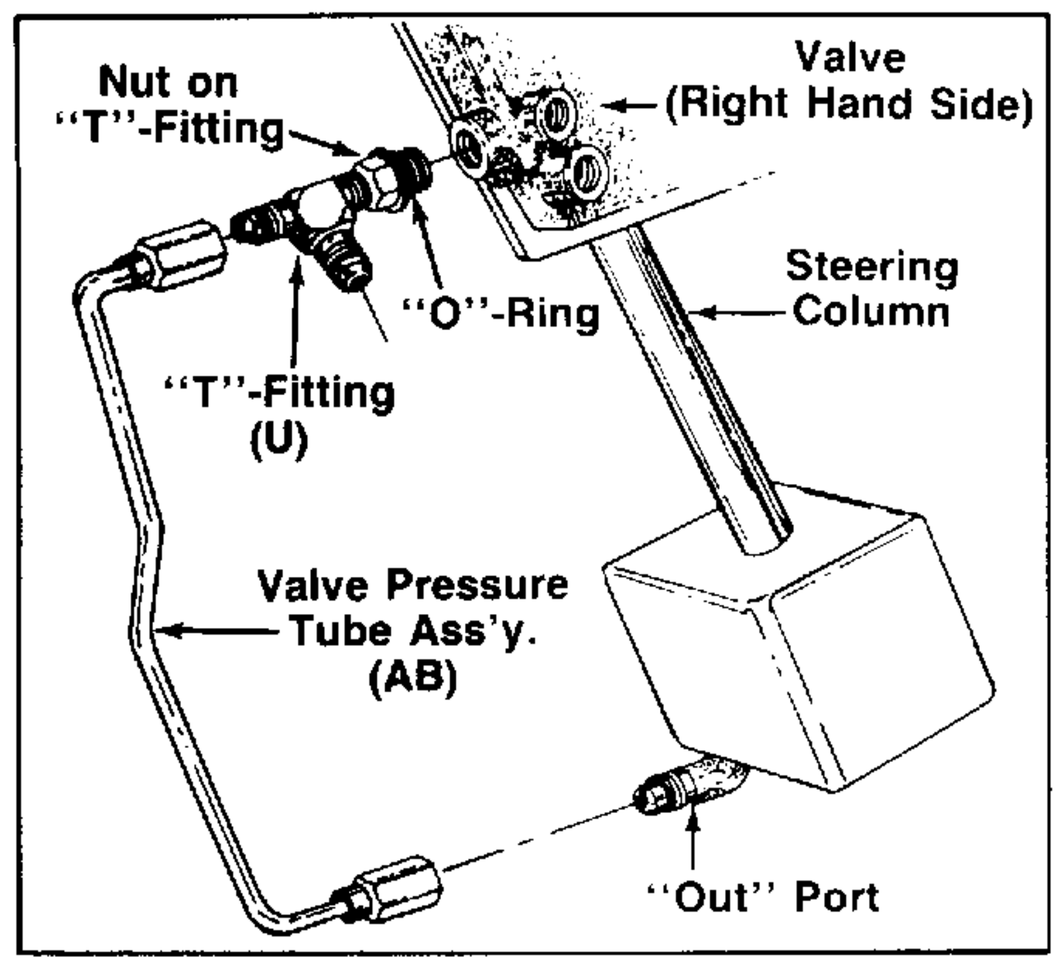

FIGURE 18.
B. Install the "T"-Fitting (U) to the right hand side of valve with the "O"-Ring side of "T"-Fitting into valve body where 90° elbow was removed in step 10A. See figure 18.
"T"-Fitting must be installed so bottom of "T"-Fitting is parallel with the steering column. Do not tighten. Back up nut on "T"-Fitting at this time. See figure 18.
11. Assemble valve pressure tube assembly (AB) to the other end of "T"-Fitting loosely and connect the other end to 90° tube elbow on the "Out" port on the bottom of steering column. Tighten securely at this time. See figures 18 and 19.